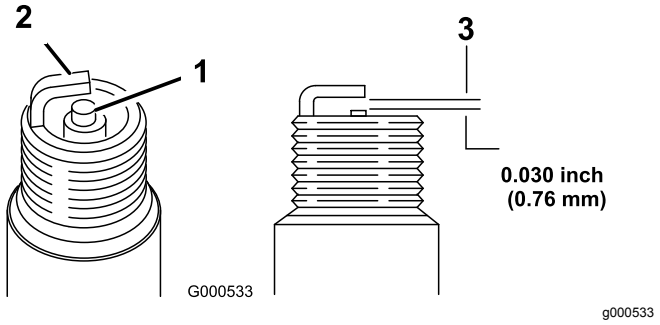

Figuur 22
5. Stel de elektrodenafstand in op 0,76 mm; zie (Figuur 22).